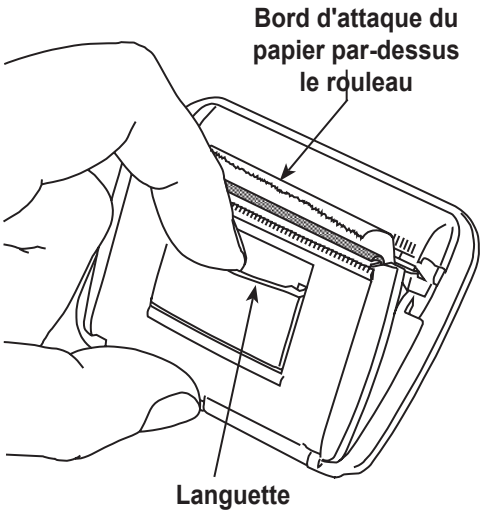

Figure 10
1. Enlevez le couvercle de l’imprimante en tirant sur la languette, comme illustré sur la Figure 10.
8. Placez l'imprimante dans la zone prédécoupée du panneau de commande. Appuyez sur la surface de l'imprimante qui affleure le panneau, en l'orientant de manière à ce que le papier sorte par la partie supérieure de l'imprimante, comme illustré sur la Figure 10.